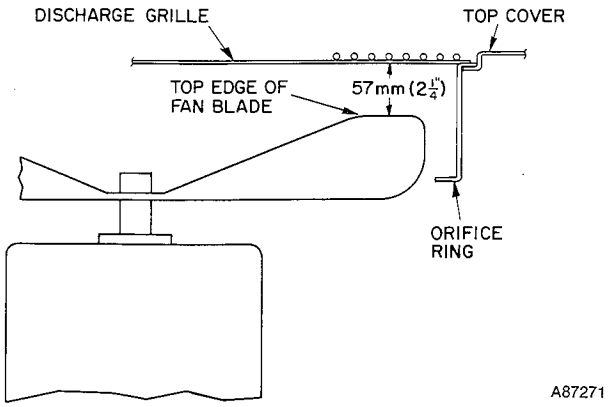
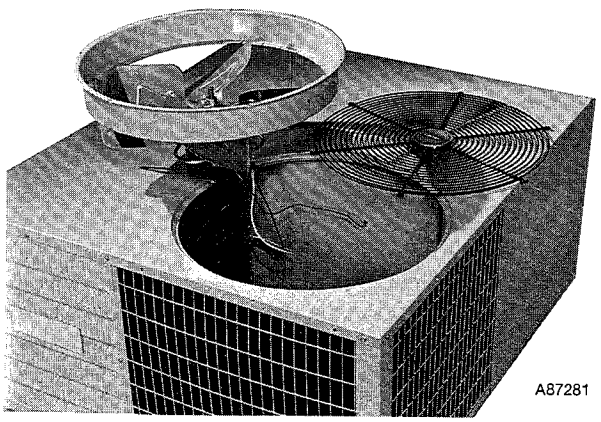

**Figure 11—Outdoor Fan Position**
**Figure 13—Fan and Motor Removed**
**Outdoor Air Fan**—Fan position is shown in Figure 11 and 12. Adjust fan by loosening setscrews and moving blades up or down. To remove outdoor air fan and motor: disconnect power, and remove screws holding discharge grille in place. Disconnect fan motor leads from the motor. Lift complete fan, motor and orifice assembly (Figure 13) out of unit. After replacing fan motor assembly, reconnect fan motor leads.